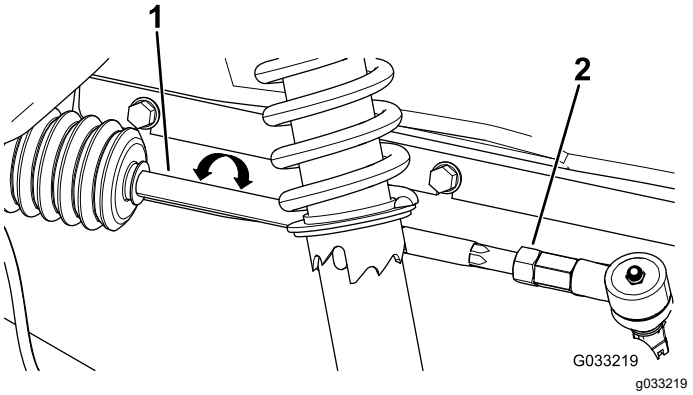

**Figur 54**
2. Hvis målingen ikke falder inden for 0 til 6 mm, skal kontramøtrikkerne løsnes i den ydre ende af forbindelsesstængerne (Figur 54).